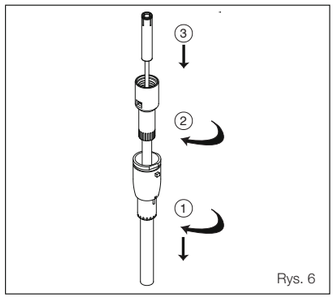

Rys. 6
4.3 Rozmontowanie modułu objętości i wymiana o-ringu, modele – 1000 µl (rys. 6)